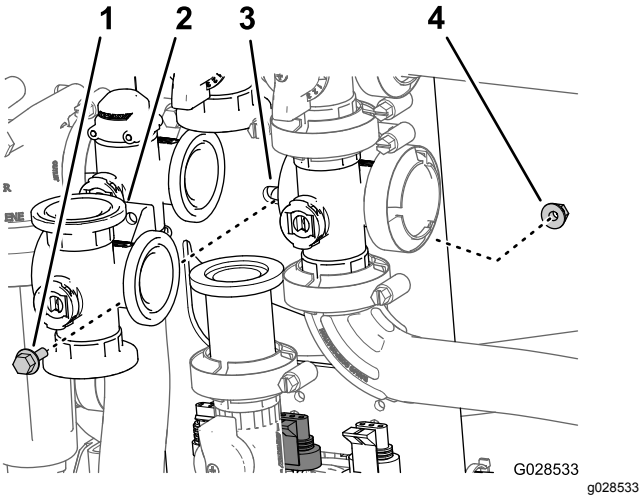

Figur 91
2. Afmonter flangehovedbolten og flangelåsemøtrikken, der fastgør omrøringsventilen til ventilbeslaget, og afmonter ventilmanifolden fra maskinen (Figur 91).